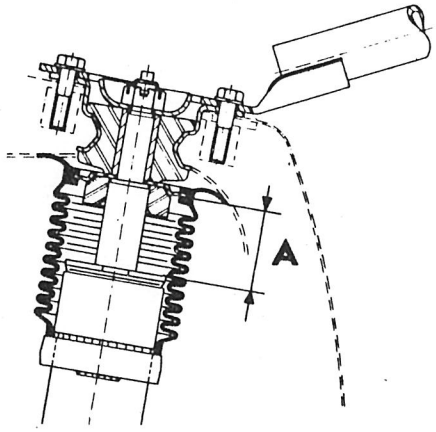

Afb. 2.14.6. Kontrole torsiestaaf afstelling
a. De afstelling van de torsiestaaf moet worden gekontroleerd door de maat A (afb. 2.14.6.) op te meten. Deze maat moet bij een gebruikte torsiestaaf 94 ± 3 mm bedragen.